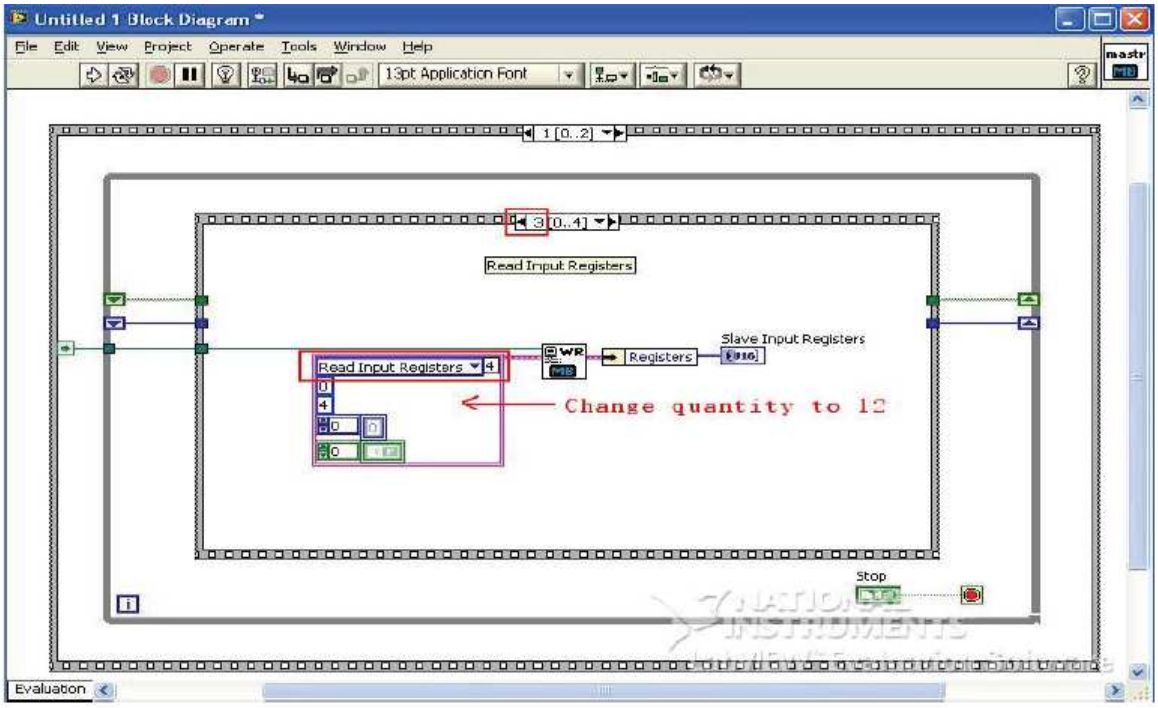

*Рис.12*
2.10 Установите **метку 3** и измените значение **Read Input Registers** с 4 на 12 (Рис.12)